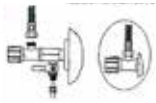

FIGURE A-2
2. Après avoir vidé l'eau restante dans les tuyaux, installez l'adaptateur de raccordement d'alimentation en eau (adaptateur à 3 voies) en le fixant avec une bande en téflon (Figure A-2)